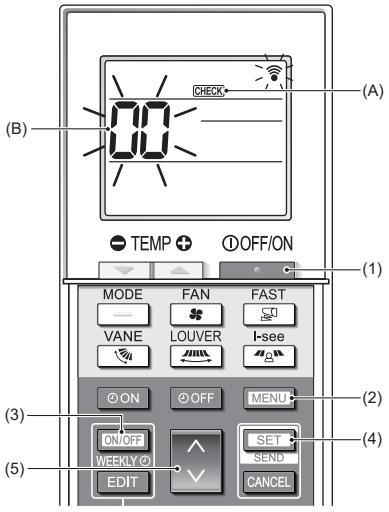

Abb. 7-6
7.3.2. Für die drahtlose Fernbedienung (Abb. 7-6)
■ **Selbstprüfung (Abb. 7-6)**
1. Drücken Sie die Taste [ ] (1), um die Klimaanlage anzuhalten.
- Wenn der Wochen-Timer aktiviert ist (WEEKLY eingeschaltet ist), drücken Sie die Taste [ON/OFF WEEKLY] (3), um ihn zu deaktivieren (WEEKLY ist ausgeschaltet).
2. Drücken Sie die Taste [MENU] (2) 5 Sekunden lang.
- CHECK (A) leuchtet auf und das Gerät tritt in den Selbstprüfungsmodus ein.
3. Drücken Sie die Taste [ ] (5) zum Auswählen der Kältemitteladresse (M-NET-Adresse) (B) des Innengeräts, für das die Selbstprüfung ausgeführt werden soll.
4. Drücken Sie die Taste [SET] (4).
5. Drücken Sie die Taste [ ] (1).
- CHECK (A) und die Kältemitteladresse (M-NET-Adresse) (B) erlöschen; die Selbstprüfung ist beendet.